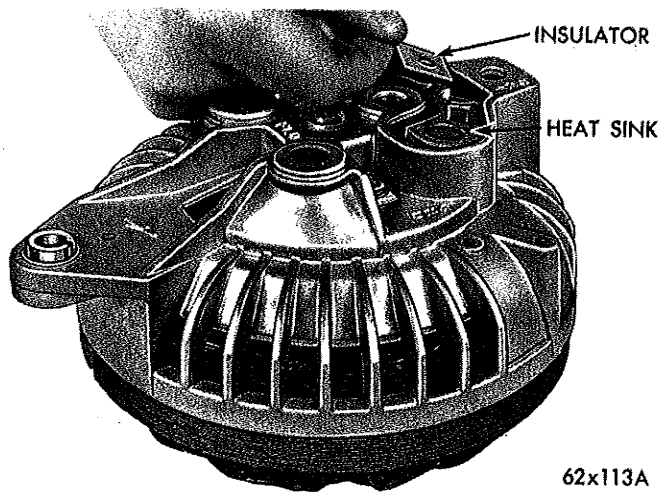

*Fig. 34—Removing Heat Sink Insulator*
(11) Remove D.C. output terminal nuts and washers and remove terminal screw and inside capacitor.
(12) Remove insulator (Fig. 34).
(10) The alternators have the capacitor mounted internally. Make sure heat sink insulator is in place (Fig. 34).
(11) Install output terminal screw and capacitor through heat sink and end shield.
(12) Install insulating washers, lockwashers and lock nuts.
(13) Make sure heat sink and insulator are in position then tighten lock nut.
(14) Position stator on rectifier end shield.
(15) Position rotor and end shield assembly on stator and rectifier end shield assembly. Align the through bolt holes in the stator, rectifier end shield and drive end shield.
(16) Compress stator and both end shields by hand and install through bolts, washers and nuts.
(17) Install insulated brush in rectifier end shield. Place bronze terminal on plastic holder with tab of terminal in the recess in plastic holder.
(18) Place **nylon washer on** the bronze terminal and install lockwasher and attaching screw.
(19) Install ground brush and attaching screw.
(20) Rotate pulley slowly by hand to be sure rotor fans do not hit the rectifiers, capacitor lead, and stator connections.